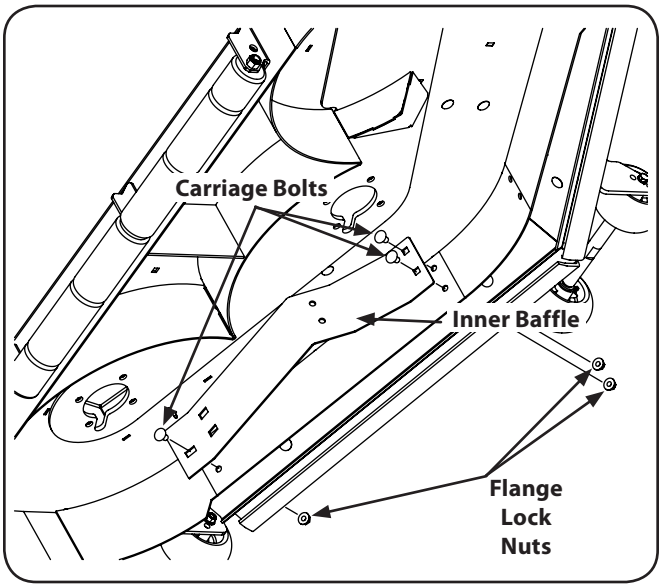

Figure 6-7
1. Remove the carriage bolts and flange lock nuts that secure the baffle to the deck to mow high-volume grasses. See Fig. 6-7.